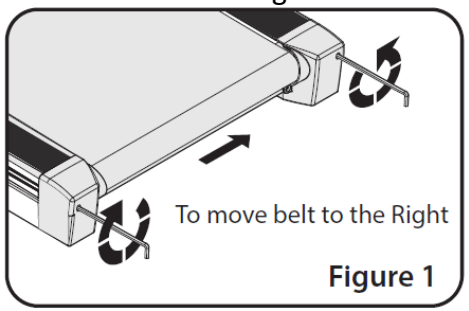

Figure 1
C. If the belt drifts to the left, turn the left adjustment bolt 1/4 turn clockwise and the right adjustment bolt 1/4 turn counter-clockwise. (See FIG. 1)